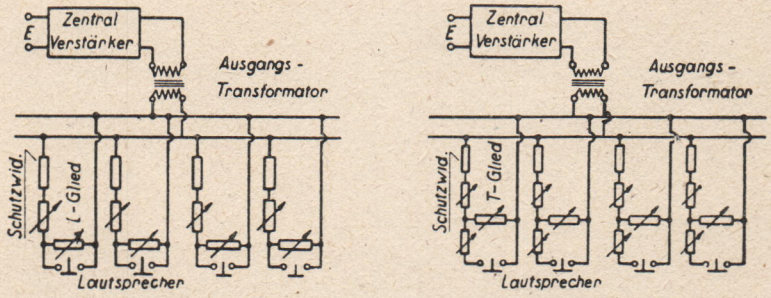

Abb. 181.
b) als Lautstärkeregler in Zentralanlagen nach Abb. 181.